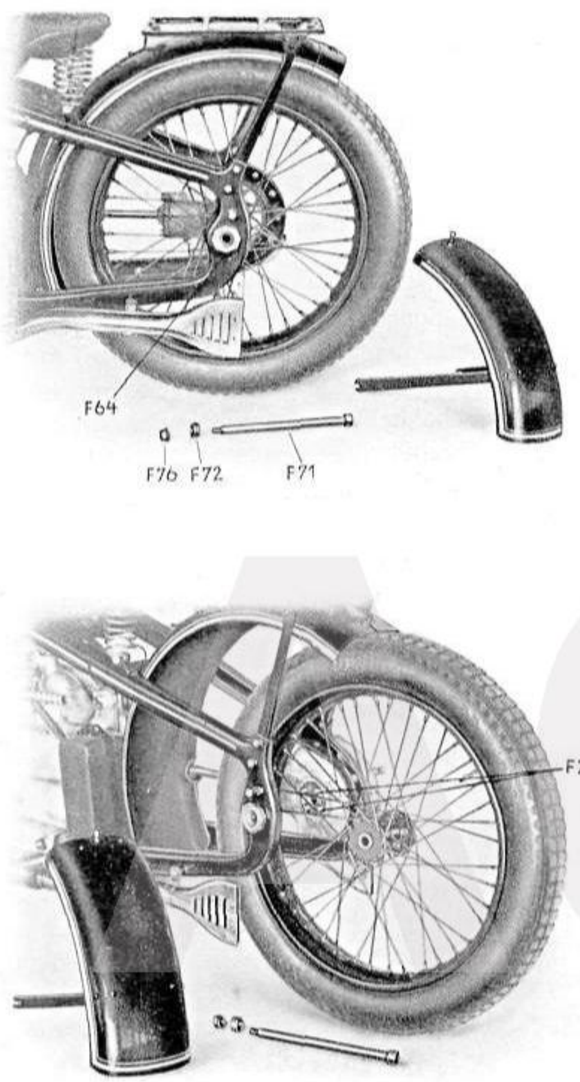

Abb. 32
l) **Abnahme des Hinterrades**: Diese ist noch einfacher wie beim Vorderrad und eine Arbeit von knapp einer Minute. Zunächst stellt man die Maschine auf den hinteren Kippständer, lockert die beiden Muttern, die die Seitenstützen des hinteren Schutzblechteiles am Kardangehäuse bzw. am Rahmen halten und auch die Mutter auf dem Schutzblech unterhalb des Gepäckträgers. Danach kann man das hintere Schutzblechteil abnehmen. Die Bundmutter **F 76** auf der linken Seite der Achse ist loszuschrauben, die Steckachse **F 71** herauszuziehen und die Distanzbüchse **F 72** zwischen der Nabe und Lagerbüchse **F 64** abzunehmen. Nun kann man das Rad aus den Mitnehmerzapfen **F 7** und dann nach hinten heraus ziehen. (Abb. 32). Zur Beachtung! Das Hinterrad bei Reifenwechsel nicht auf die Flanschfläche legen, um diese nicht zu beschädigen. Beim Wiedereinsetzen darauf achten, daß die Fläche der Nabe und des Mitnehmerflansches sowie auch die Mitnehmerzapfen vollkommen sauber sind.